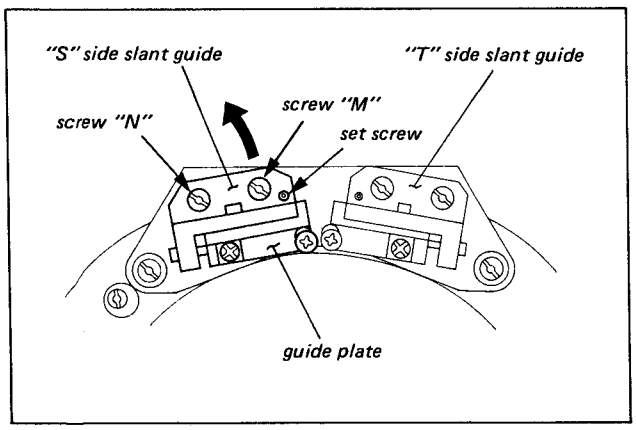

Fig. 10-17. Overlap "C" adjustment
a. Loosen the one screw "M" of the two screws securing the "S" Side Slant Guide 1/8 to 1/4 turn. (Fig. 10-17)
b. Slightly turn the setscrew shown in Fig. 10-17 clockwise, and then check the overlap. Repeat the procedures until the adjustment value is satisfied.
b. Turn the setscrew shown in Fig. 10-17 two or three turns counterclockwise.
c. Rotate the "S" Side Slant Guide around the screw "Q" to the arrow shown in Fig. 10-17.